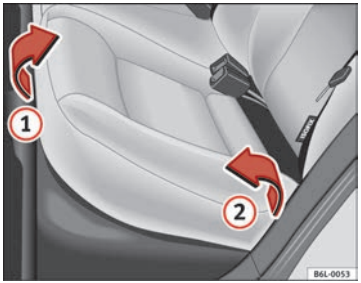
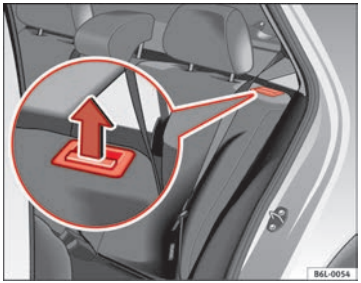

Fig. 74 Folding up the rear seat cushion
Fig. 75 Button for unlocking the rear backrest
– Pull the front edge of the seat cushion ⇒ Fig. 74 (1) upwards in the direction of the arrow.
– Lift the cushion (2) forwards in the direction of the arrow.
– Pull the release button ⇒ Fig. 75 in the direction of the arrow and fold the backrest forwards.